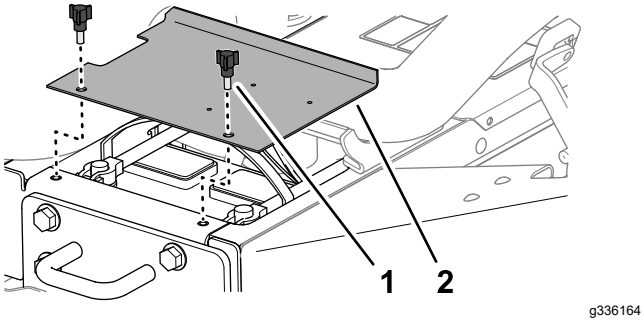

Figuur 42
1. Maak de vergrendelingen aan de linker- en rechterkant van de motorkap los (Figuur 42).